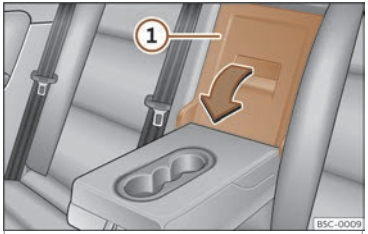

Fig. 121 No respaldo do asento traseiro:apertura da trapela.
- Puxe da panca de desbloqueo na dirección da frecha e abata completamente a tapa da trapela>>> **fig. 121** ① cara adiante.